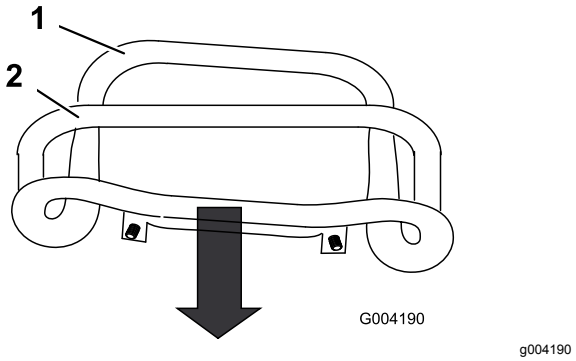

Figur 55
3. Dra drivreglaget rakt bakåt så att reglagets främre del nuddar vid referensstaven (Figur 55).